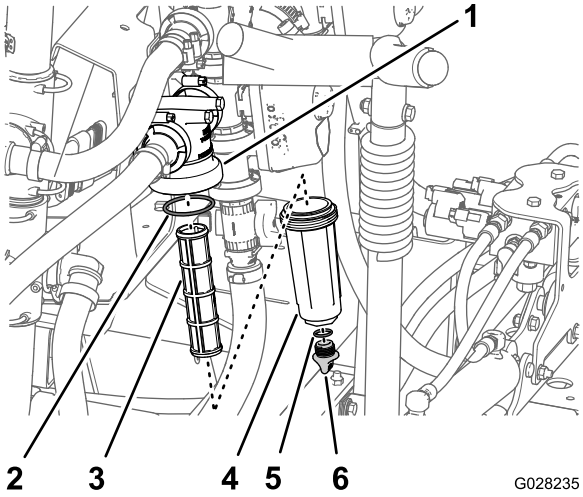

Figura 51
2. Alinhe um recipiente de escoamento debaixo do filtro de pressão (Figura 51).
3. Rode a tampa de drenagem no sentido contrário ao dos ponteiros do relógio e retire-a do recipiente do filtro de pressão (Figura 51).
4. Rode o recipiente no sentido contrário ao dos ponteiros do relógio e retire a cabeça do filtro (Figura 51).
5. Retire o elemento do filtro de pressão (Figura 51).
7. Verifique a junta do tampão de drenagem (localizado no interior do recipiente) e junta do recipiente (localizado no interior da cabeça do filtro) e veja se há danos e desgaste (Figura 51).
8. Instale o elemento do filtro de pressão na cabeça do filtro (Figura 51).
9. Instale o recipiente na cabeça do filtro apertando à mão (Figura 51).
10. Enrosque a tampa de drenagem na união na parte inferior do recipiente e aperte bem a tampa à mão (Figura 51).